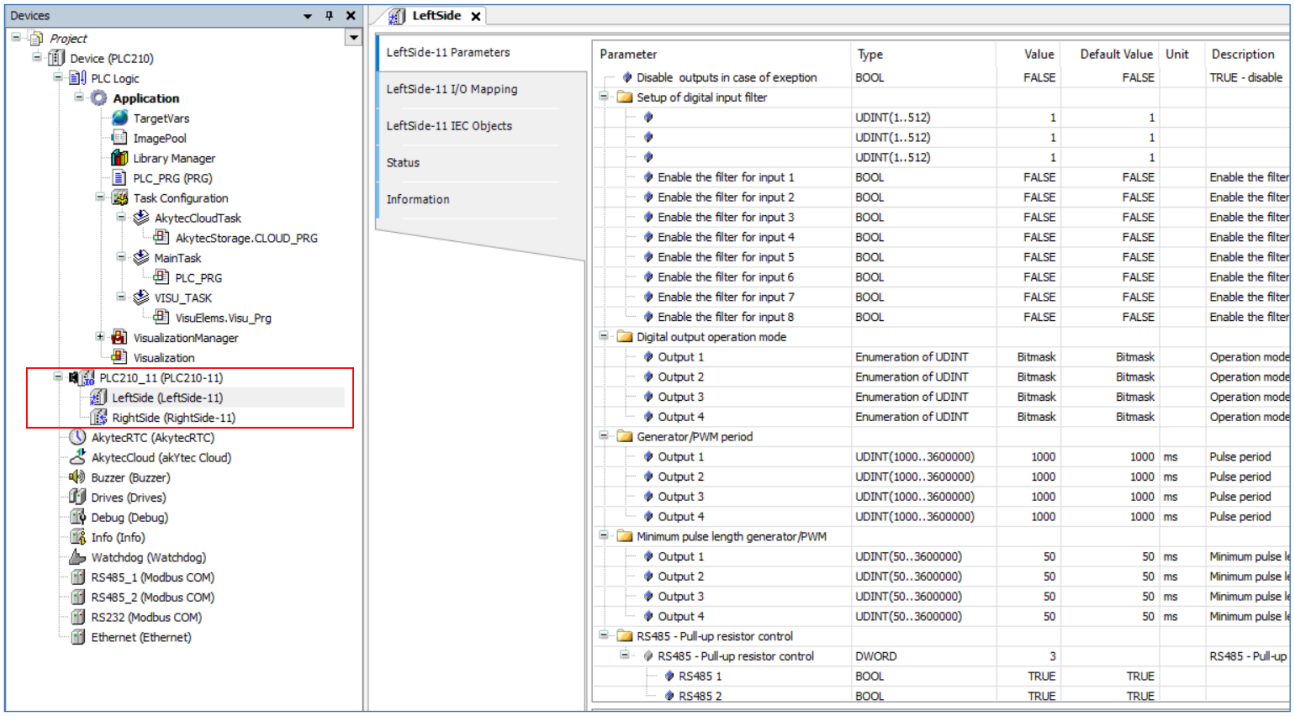

Fig. 7.1 PLC210 project tree
1. The project tree contains a node named ***PLC210_XX*** (where ***XX*** indicates the PLC model), which includes the sub-nodes ***LeftSide*** and ***RightSide*** (Fig. 7.1). The node includes diagnostic channels, such as the controller temperature and the status of the ***Start/Stop*** switch located on its housing. If you set this switch to the ***STOP*** position and reboot the controller, the CODESYS application will not start. This feature is useful during the debugging phase, for example, if you have unintentionally configured a cyclic PLC reboot in the program.